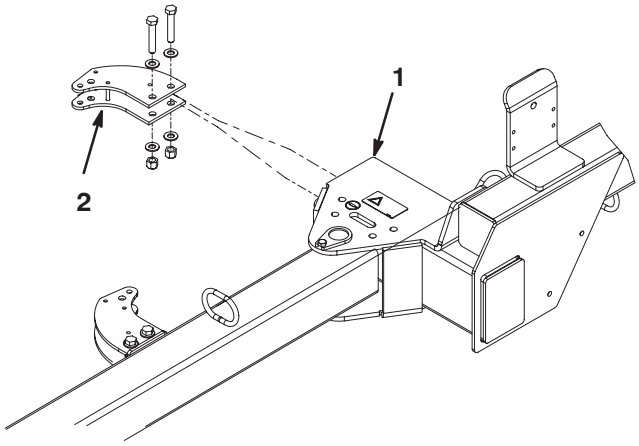

Figur 3
1. Monter den bageste aktuatortap på fejemaskinens stel med (2) 1/2–13 x 2–3/4 tommer maskinskruer, (4) 0,531 x 0,063 flade spændeskiver og en 1/2–13 låsemøtrik. Placer komponenterne som vist i figur 3.